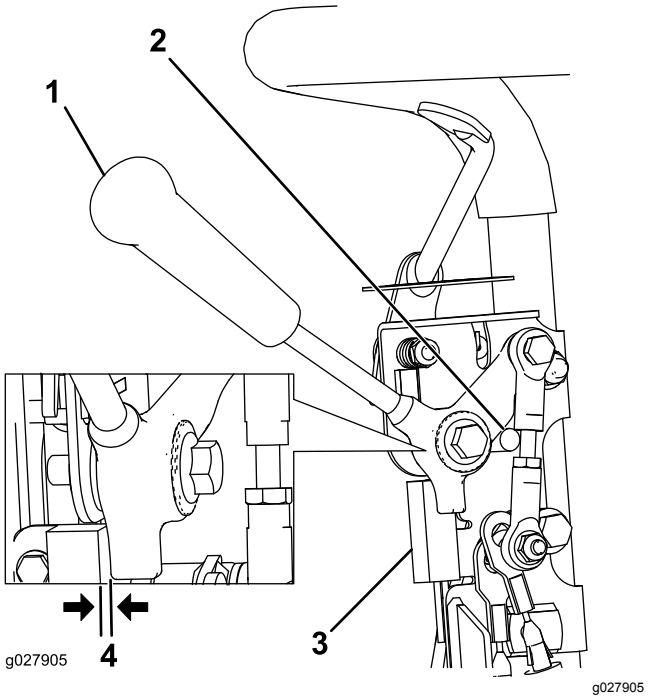

Figuur 36
1. Zorg ervoor dat de motor is afgezet, de tractiebediening is uitgeschakeld en de tractiehendel tegen de aanslag van de neutraalstand aanzit Figuur 36).
2. Maak de bevestigingen van de interlockschakelaar los (Figuur 36).
3. Plaats een afstandsring met een dikte van 0,8 mm tussen de tractiehendel en de interlockschakelaar (Figuur 36).